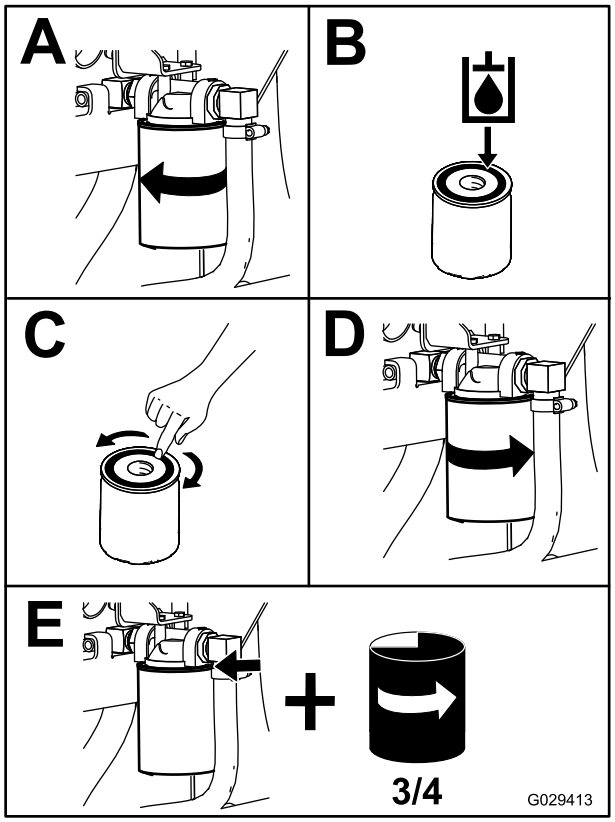

Rysunek 56
4. Umieść miskę spustową pod filtrem i wymień filtr (Rysunek 56).